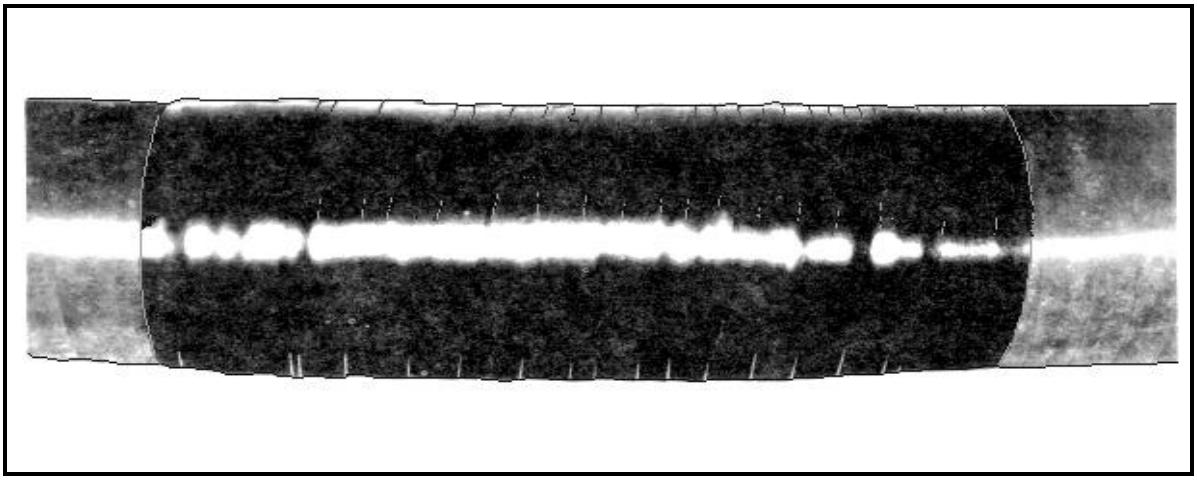

Figure 27-11. Completed tape patch
•Keep some pressure on the hose so that it stays cylindrical. A tape patch is shown in Figure 27-11.